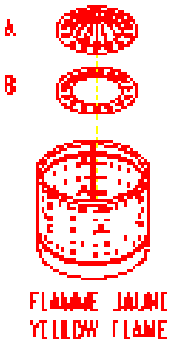

Figure 13: POSITION DES ANNEAUX
- Vérifiez que les 2 anneaux du brûleur sont à la bonne position. Chaque anneau est estampillée par la lettre A ou B(consultez la figure 13).